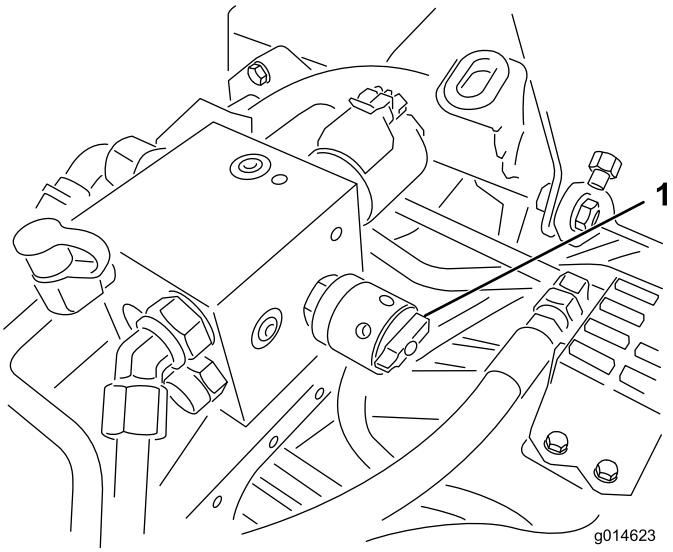

**Figur 51**
6. Vrid cylinderhastighetsreglaget till inställningen 1 (Figur 51).